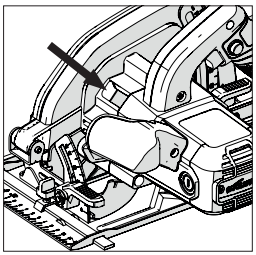

Fig. 3
- Localize o botão de bloqueio do mandril da máquina (que está posicionado de forma semelhante em todas as máquinas). Bloqueie o mandril da máquina, ativando o botão de bloqueio do mandril. **(Fig. 3)**.